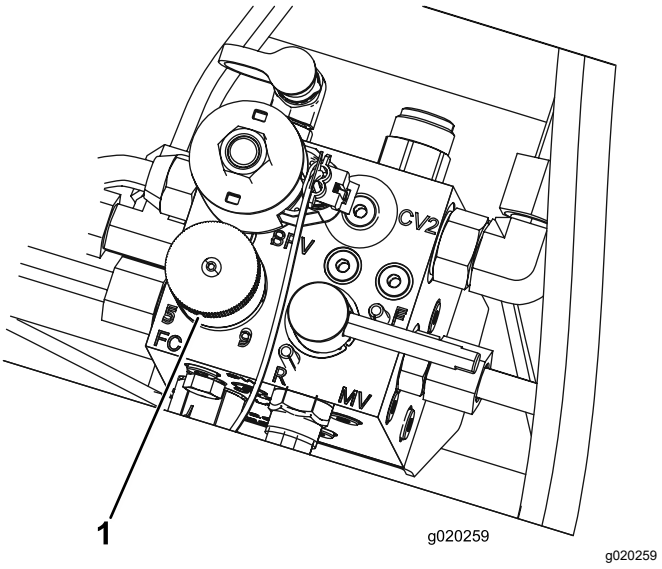

**Figur 33**
4. Still inn spolehastigheten ved å vri knotten (Figur 33) til indikatorpilen er på linje med antallet som angir ønsket innstilling.